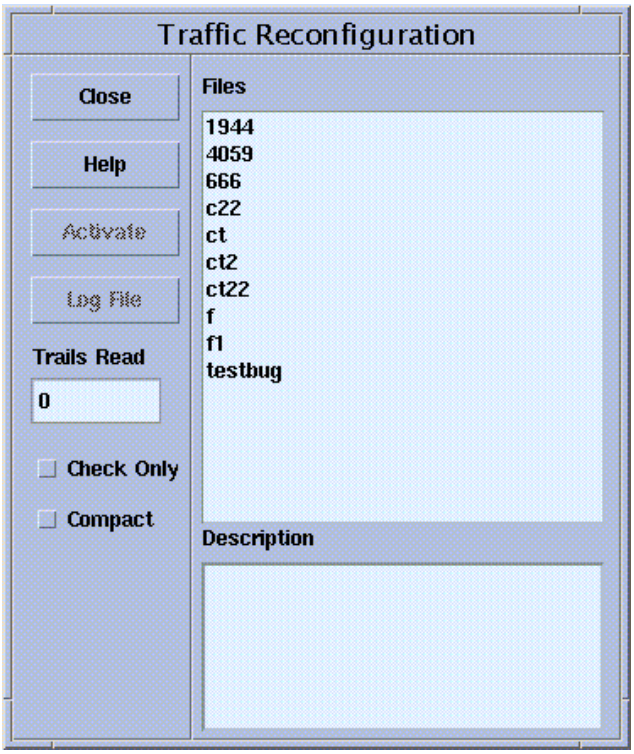

Figure 10-18. Traffic Reconfiguration Window
1. Select the file from the Traffic Reconfiguration window (shown in Figure 10-18.